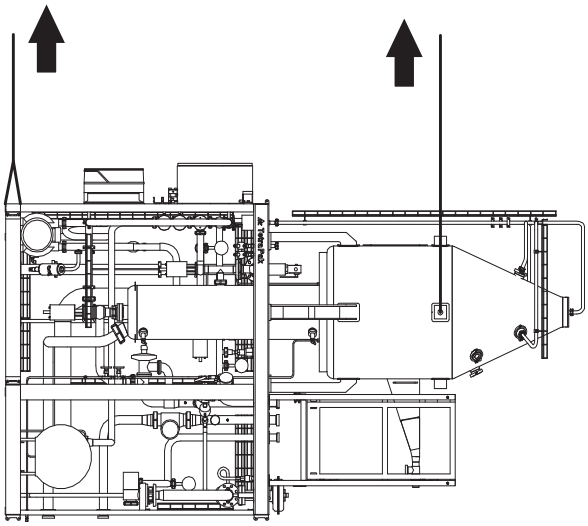

Figure 2.
5) Lift simultaneously until the bottom of the crate is free and remove the bottom of the crate (figure 2).